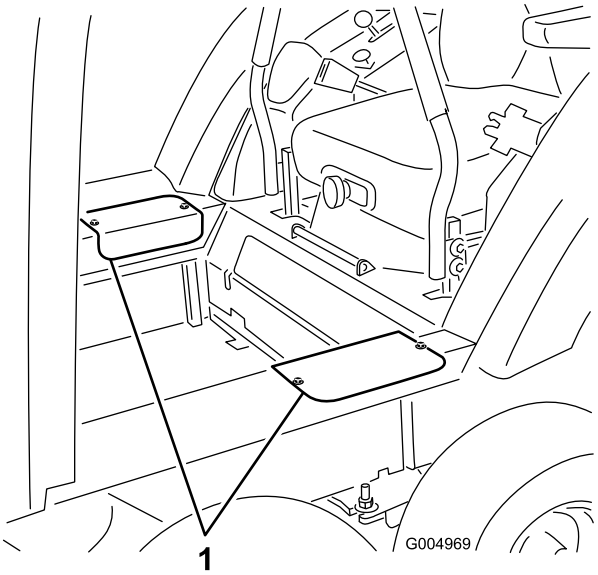

**Rysunek 55**
27. Załóż boczne pokrywy dostępowe, używając wykręconych wcześniej śrub (Rysunek 55).